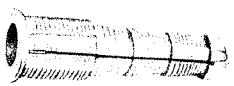

Fig. 8 — Typical Plastic Anchor
3.11 ***The Plastic Anchor*** is intended for use with wood screws when making attachments to masonry, brick or concrete, (see Fig. 8.) See shipping carton for size of anchor, hole and screw.